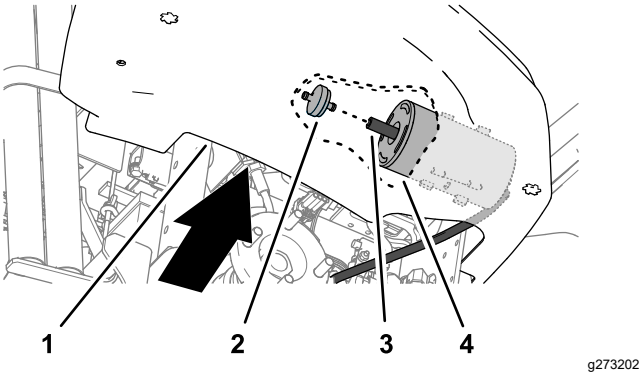

Figur 32
4. Ræk omkring den nederste, indvendige kant på konsollen, træk kulfilterbeholderens filter bagud og ud af slangen ved enden af kulfilterbeholderen (Figur 32).
5. Sæt en ny kulfilterbeholder ind i slangen på enden af kulfilterbeholderen (Figur 32).